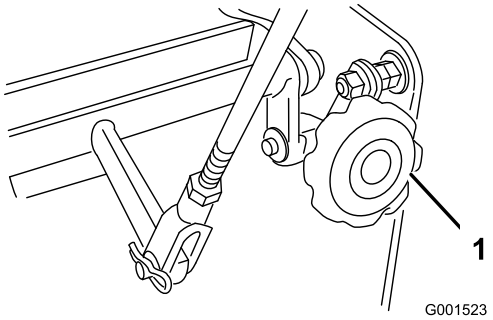

Figuur 39
4. Als de machine naar één kant trekt, draai dan aan de snelspoorknop. Draai de knop naar rechts om naar rechts bij te stellen en naar links om naar links bij te stellen (Figuur 39).